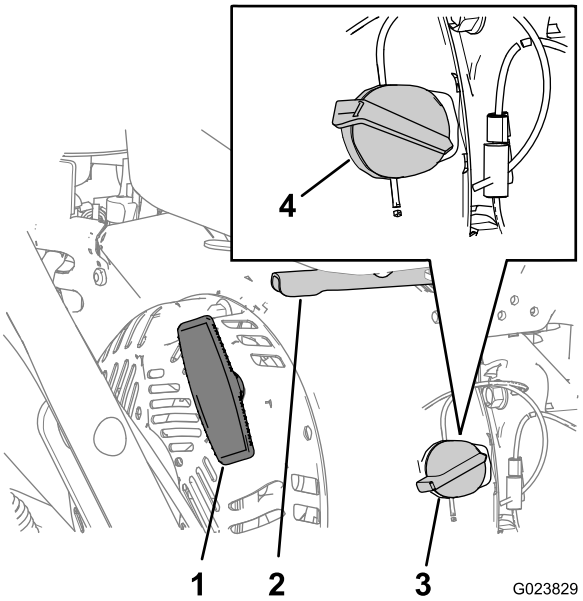

Figur 10
1. Vrid strömbrytaren, som sitter på höger sida av motorn, medurs till det PÅSLAGNA läget (Figur 10).
3. Placera gasreglaget mitt emellan det LÅNGSAMMA och det SNABBA läget baktill på höger sida av motorn (Figur 10).
4. Dra försiktigt i startsnöret tills du känner motstånd (Figur 10).
2. Placera gasreglaget mitt emellan det LÅNGSAMMA och det SNABBA läget (Figur 10).
3. Låt motorn gå i minst 15 sekunder och stäng sedan AV strömbrytaren så att motorn stannar (Figur 10).